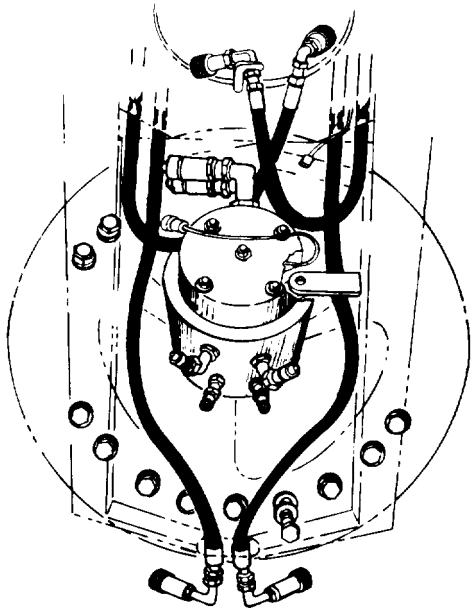

Figure 5-20 *Location of Boom Hoist Cylinder Hoses After Disconnection*
b. After disconnecting, pull hose ends out through front hole to keep them out of the way. Remove two plugs size 10 from tool box and plug hose ends (Figure 5-20).